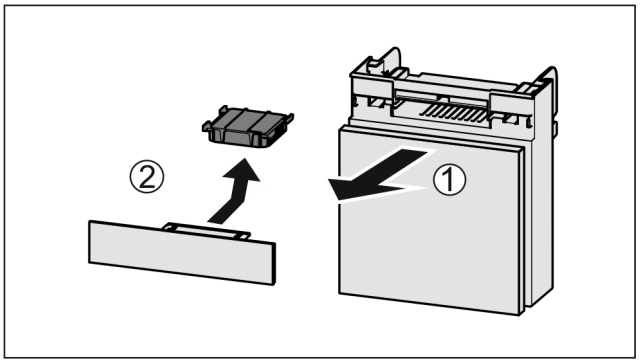

Fig. 93
▶ Extrageți *Fig. 93 (1)* compartimentul către înainte.
▶ Scoateți *Fig. 93 (2)* filtrul de cărbune activ.